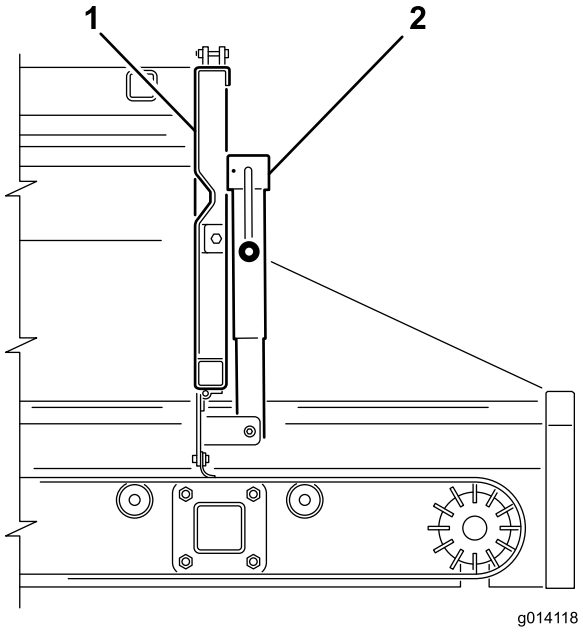
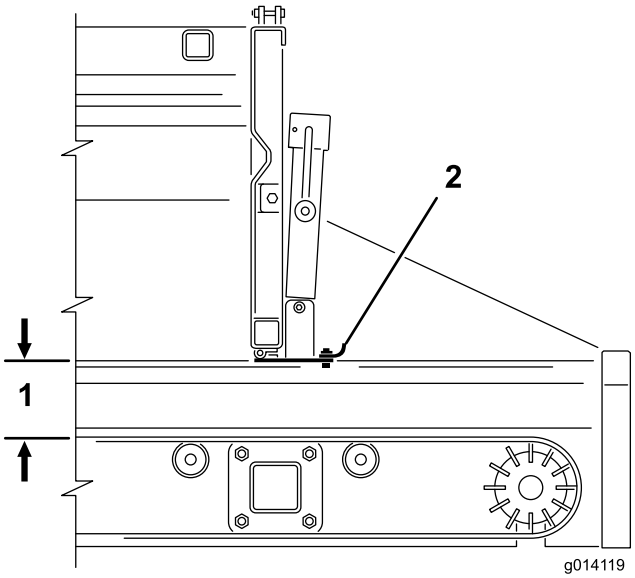

**Rysunek 27**
**Rysunek 28**
2. Użyj uchwytu podnośnika, aby otworzyć lub zamknąć regulowaną część klapy tylnej (Rysunek 27 i Rysunek 28). Ogranicza to przepływ materiału przy zastosowaniu osprzętu.